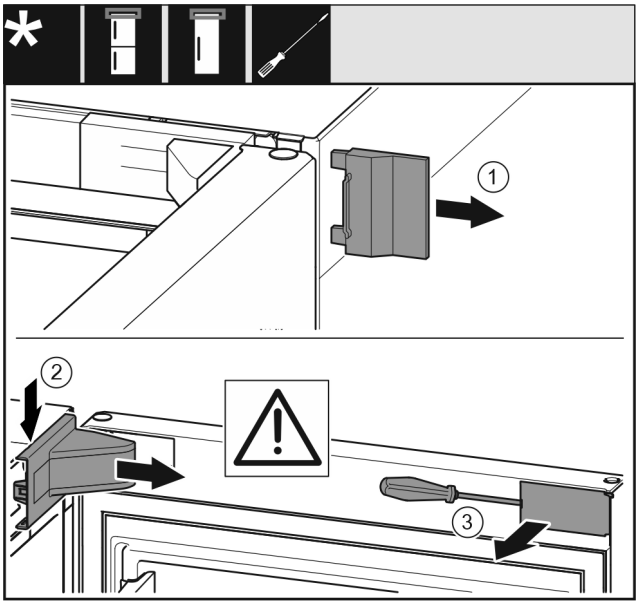

Fig. 6
- ▶ Fjern det ytre dekselet. *Fig. 6 (1)*
- ▶ Frigjør og løsne lagerbukkdekselet. Ta av lagerbukkdekselet. *Fig. 6 (2)*
- ▶ Klikk ut panelet og sving det til side med en skrutrekker. *Fig. 6 (3)*